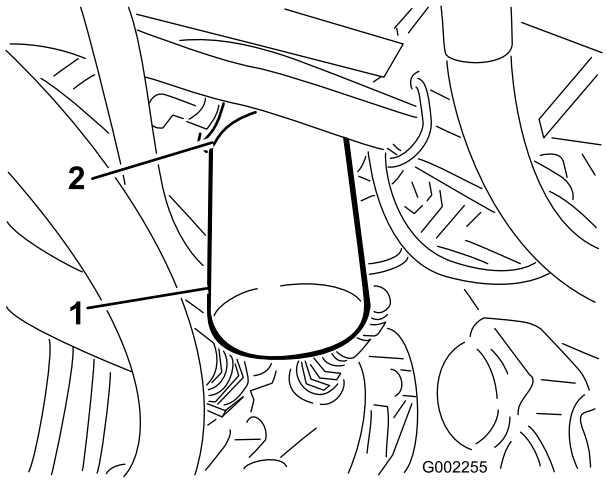

Figure 57
2. Clean the area around the filter mounting area (Figure 57).
4. Remove the filter (Figure 57).
5. Lubricate the new filter gasket (Figure 57).